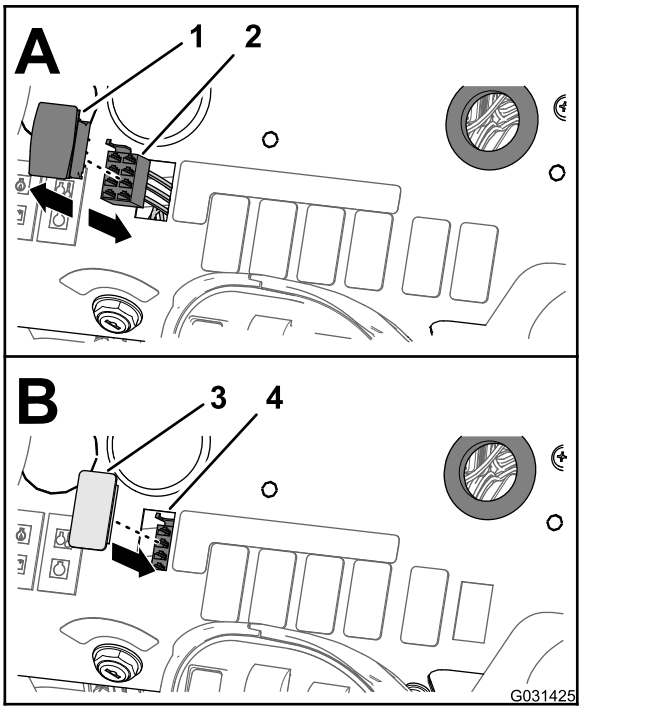

Figuur 43
1. Knijp langs de onderkant van het dashboard de vergrendelingslipjes van de schakelaar voor de gebruiksdosis samen en druk de schakelaar voor de gebruiksdosis uit het dashboard (Figuur 43).
2. Maak de connector met 8 bussen van de machine-kabelboom (gemerkt RATE SWITCH) los van de connector met 8 pennen van de schakelaar (Figuur 43).
4. Lijn de schakelaarplug uit met de opening in het dashboard waar u de schakelaar voor de gebruiksdosis verwijderd hebt (Figuur 43).
5. Druk de schakelaarplug in het dashboard tot de plug stevig in het dashboard klikt (Figuur 43).